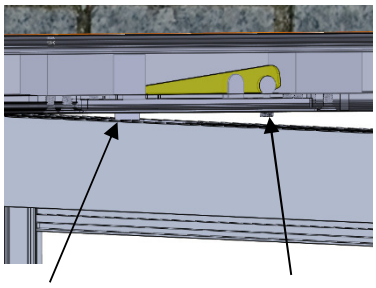
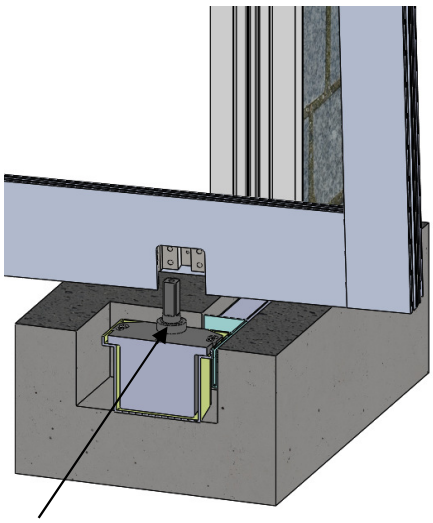

Figure 18:
Figure 19:
1. Retract top pivot pin by turning retracting pin screw counterclockwise (Figure 18). Install washer & thrust bearing to spindle (Figure 19).
3. Tilt door to place on spindle and attach arm end block but do not tighten (Figure 19).
4. Align the two portions of top pivot and turn pin retracting screw clockwise (Figure 18).